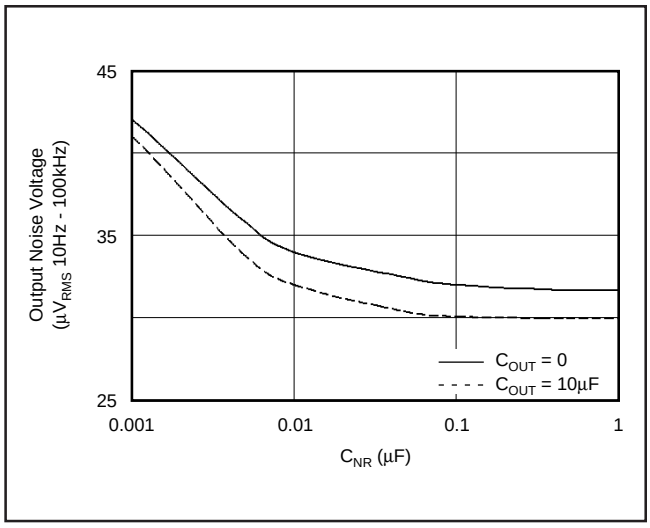
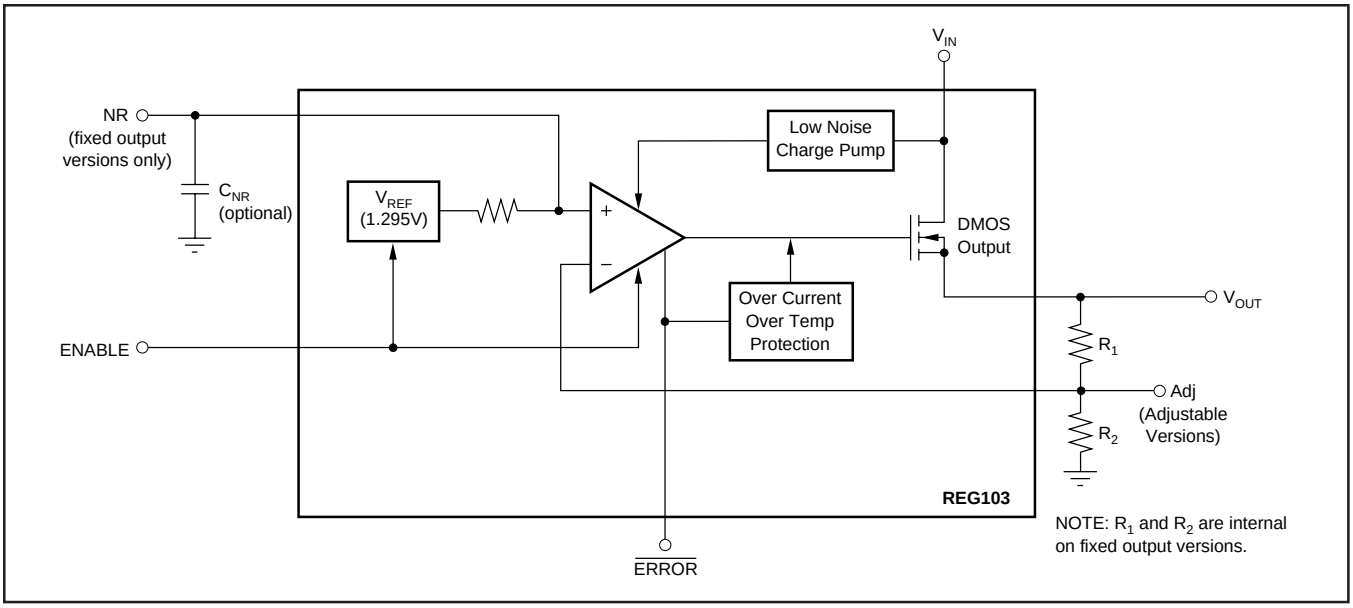

FIGURE 8. Output Noise versus Noise-Reduction Capacitor.
FIGURE 7. Block Diagram.
Connecting a capacitor, C_{NR}, from the Noise-Reduction (NR) pin to ground, can reduce the output noise voltage. Adding C_{NR}, as shown in Figure 7, forms a low-pass filter for the voltage reference. For C_{NR} = 10nF, the total noise in the 10Hz to 100kHz bandwidth is reduced by approximately a factor of 3.5, as shown in Figure 8.